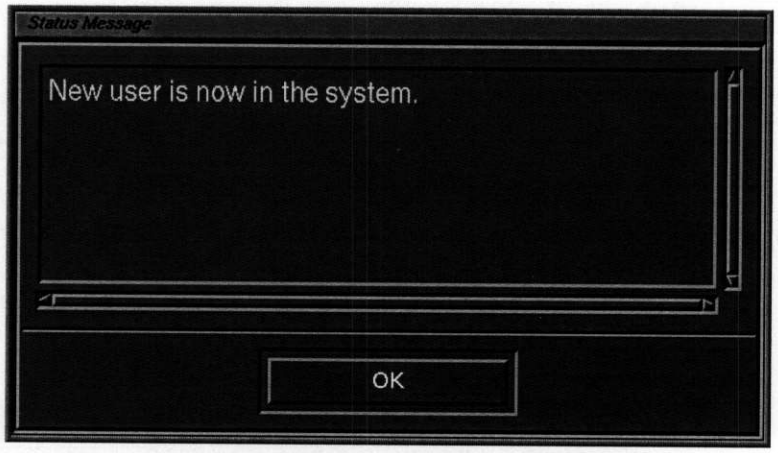

**Figure 5 New User Status Message**
**Step 9.** Click **OK**. The Status Message (*Figure 5 New User Status Message, page 5*) informs you that the new user data is being entered into the CyberKnife System database. Clicking **OK** on the Status Message redisplays the CyberKnife Users window. The new user name and access level are displayed in the User list area.